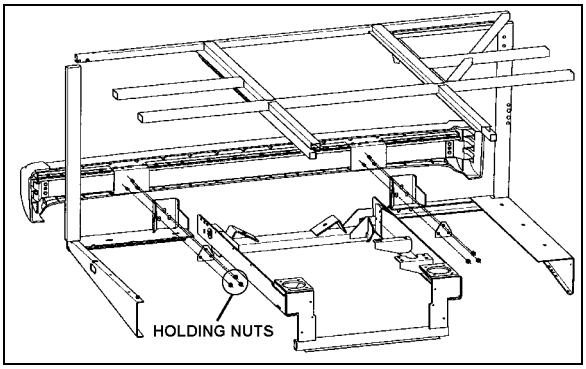

**FIGURE 21: REAR BUMPER ASSEMBLY** 18501
1. Remove 6 nuts (3 on each side) holding bumper assembly to vehicle and remove bumper (Figure 21).